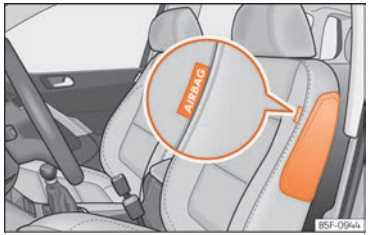
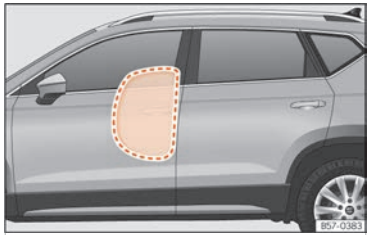

Fig. 31 Side airbag in driver's seat.
Fig. 32 Illustration of completely inflated side airbag on left side of vehicle.
The side airbags are located in the front seat backrests ››› Fig. 31 , ››› Fig. 32.
- **Ensure that children are correctly seated in their seats and that their heads are not in the deployment zone of the side airbags ››› Fig. 32, as deploying airbags could hit them and cause serious injury.**